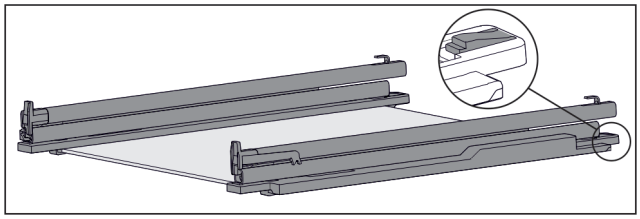

Fig. 105 Glass shelf with rails and retaining parts
▶ Press down retaining part at the rear (see Fig. 105) and at the same time push the rail back.